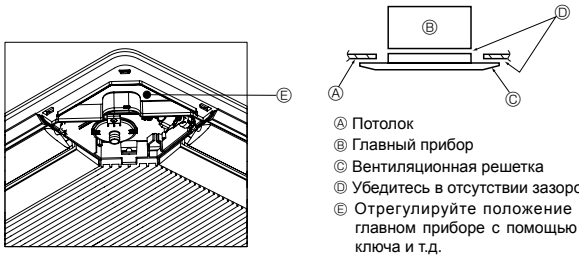

Fig. 5-7
5.4.3. Крепление вентиляционной решетки (Fig. 5-7)